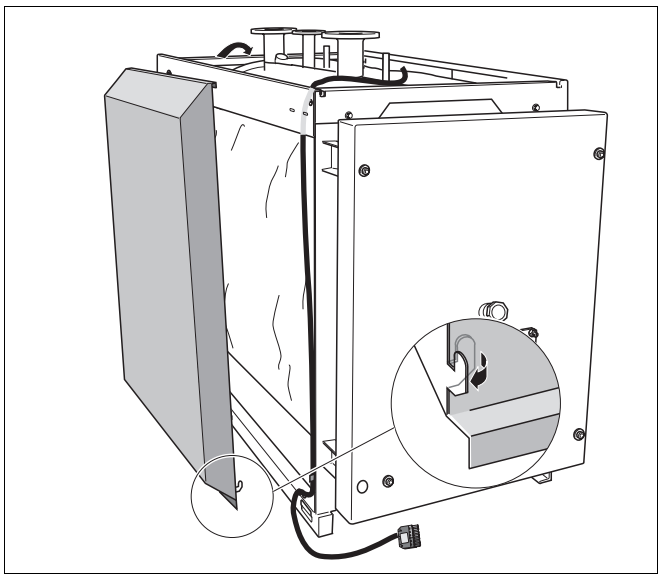

Rys. 24 Zagięcie haka
- Ostrożnie zagiąć hak przeznaczony do zawieszenia ścianki przedniej znajdujący się na obu przednich ściankach bocznych (rys. 24, **powiększenie**).